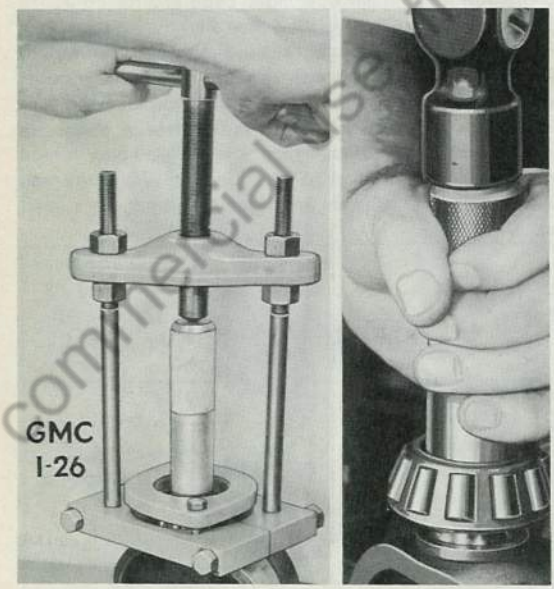

Fig. 23 Removing and Installing Knuckle Bearing from "Split" Type Axle
5. Remove bolts holding inner (20) and outer (7) flanges of knuckle support and remove outer flange. Mark the two flanges so they will be reassembled in original position.
6. Pull bearings from trunnions with special puller CS-1047. See Fig. 23. Tag bearings so they may be replaced in original locations.
7. Inspect oil seal (4 and 5), on steering knuckle spindle (6). Replace if not in perfect condition.